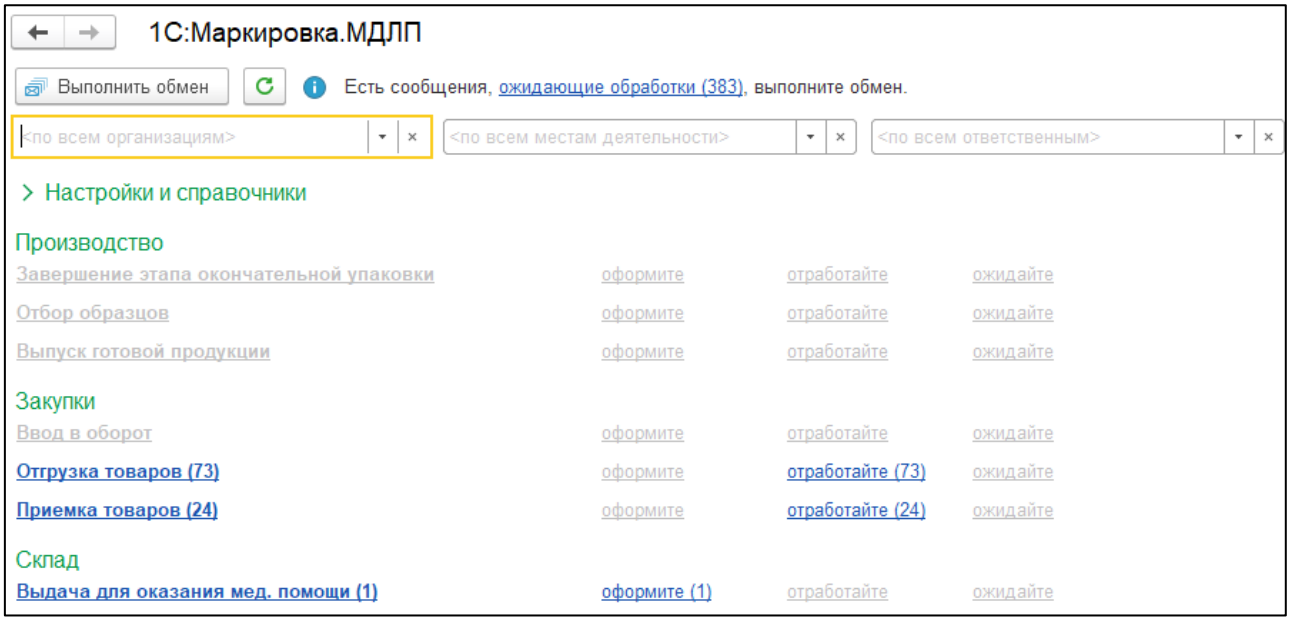

Рисунок 175 – Отображение гиперссылки «оформите» при отработки документа «Выдача для оказания мед. помощи»
Документ необходимо провести, после чего создать соответствующее уведомление для отправки на сайт МДЛП. После проведения документа в панели маркировки появляется запись «Выдача для оказания мед. помощи (1)» (Рисунок 175).